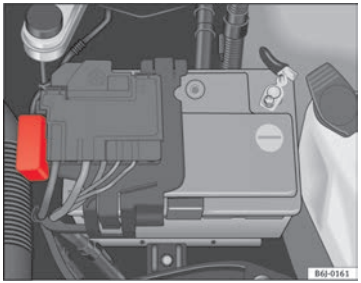

Fig. 144 In the engine compartment: fuse box cover
- Press the locking tabs to release the fuse box cover ⇒ Fig. 144.